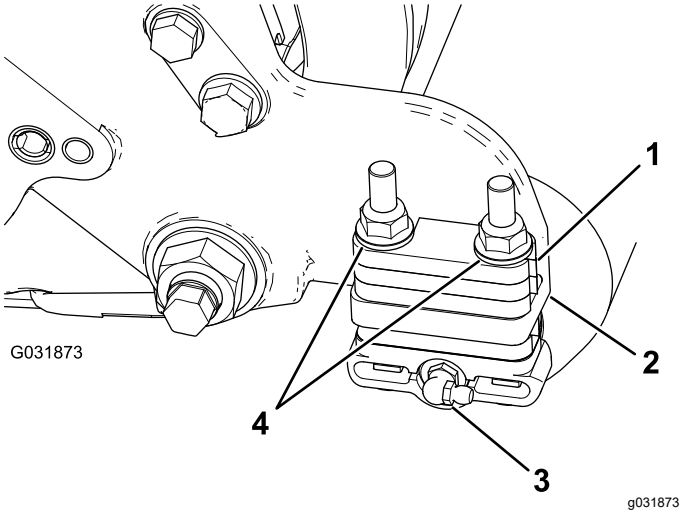

图 9
1. 从滚刀组的滚筒刷架一侧拆除滚筒的黄油嘴图 9。
3. 拆掉将每个滚筒支架固定到侧板上的 2 个凸缘锁紧螺母 图 9。